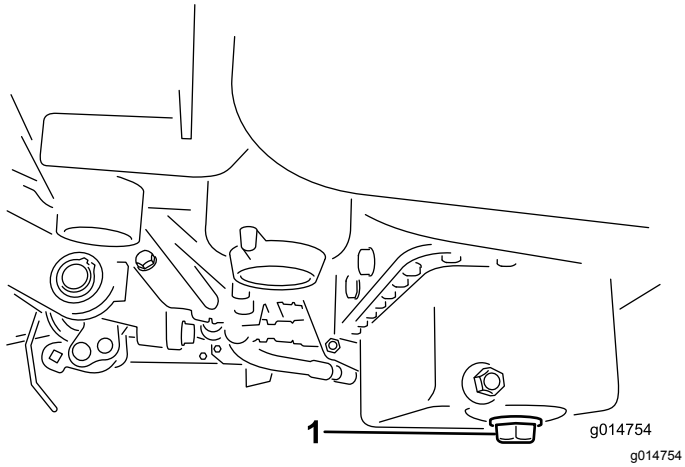

Figuur 40
1. Verwijder de aftapplug en laat de olie in een opvangbak lopen. Als er geen olie meer naar buiten stroomt, plaatst u de aftapplug terug (Figuur 40).